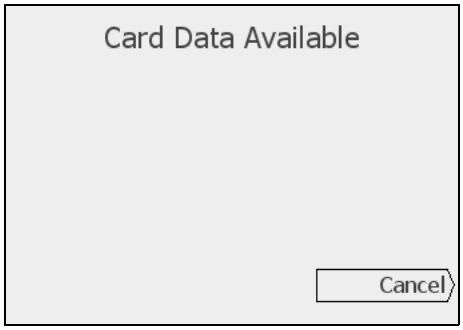

Figure 13-49 Card Reader Test Screen - Card Removed
11. Remove the card quickly. If the card read is successful, the screen changes as shown in Figure 13-49.